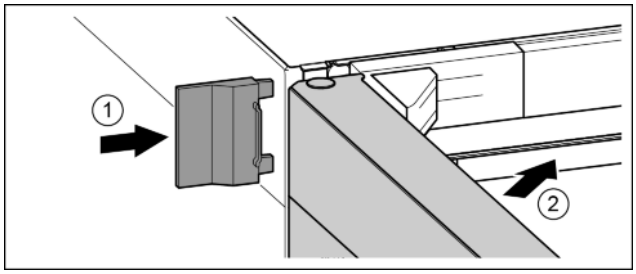

Fig. 26
▶ Надвинуть внешнюю крышку. *Fig. 26 (1)*
▶ Закрыть верхнюю дверь. *Fig. 26 (2)*